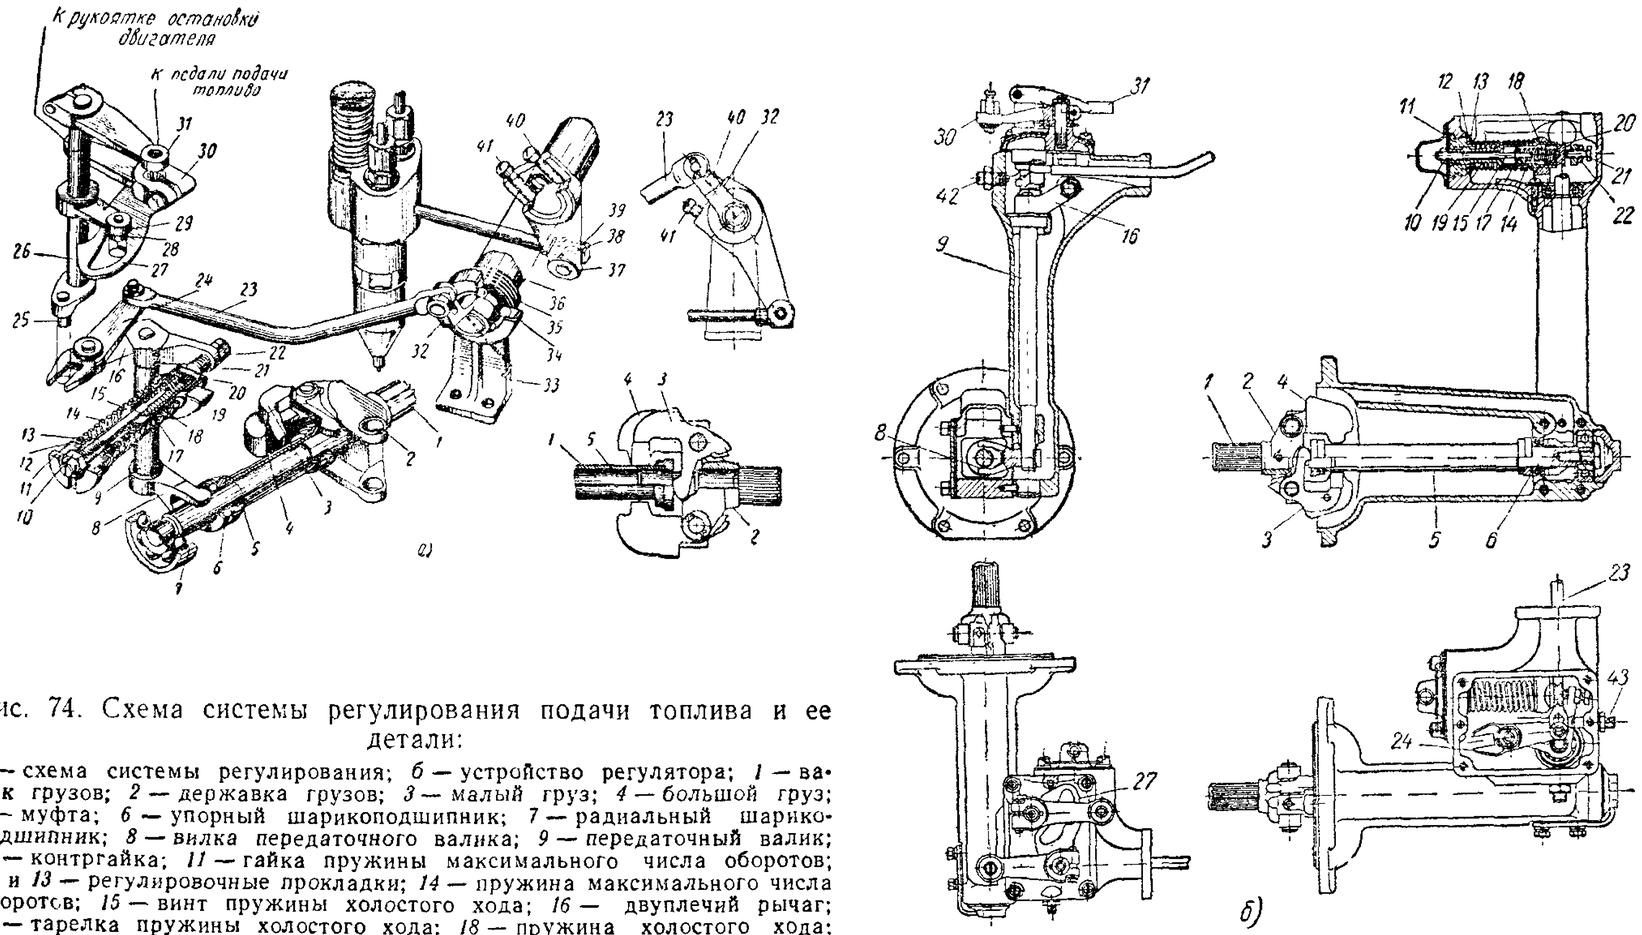

Рис. 74. Схема системы регулирования подачи топлива и ее детали:
На рис. 74, *а* приведена схема системы регулирования подачи топлива, а на рис. 74, *б* — устройство двухрежимного регулятора.
1. **Режим стабильной работы без нагрузки при малом числе оборотов коленчатого вала (холостой ход при 400—500 об/мин).** Рычаг управления подачей устанавливается в положение «Минимальная подача», при котором палец *28* рычага-ограничителя (рис. 74) упирается во внутренний вырез кулисы.